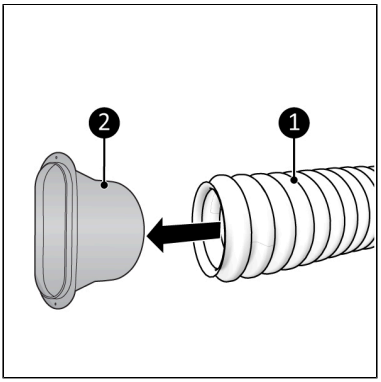

Abbildung 43.
2. Verbinden Sie den Schlauchanschluss (Abbildung 43, Pos. 2) zum anderen Ende des Heißluft-Auslassschlauchs (Abbildung 43, Pos. 1).